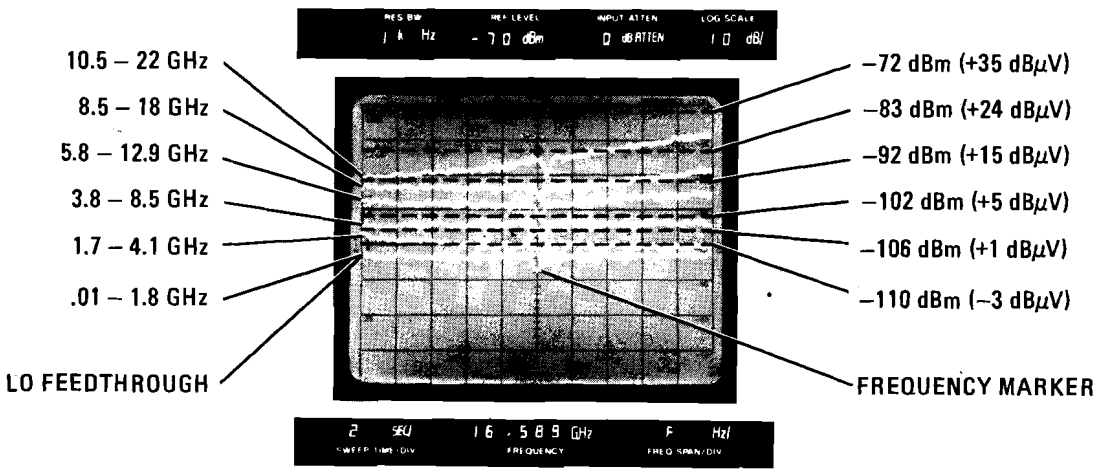

Figure 4-11. Average Noise Level (Sensitivity) Internal Mixing Frequency Bands
d. Press STORE and adjust STORE INTEN control as required. Observe the six individual traces and determine the maximum average noise level for each internal mixing FREQUENCY BAND. (See Figure 4-11.) Disregard LO feedthrough signal at beginning of .01 — 1.8 GHz band. Record results in Table 4-5.